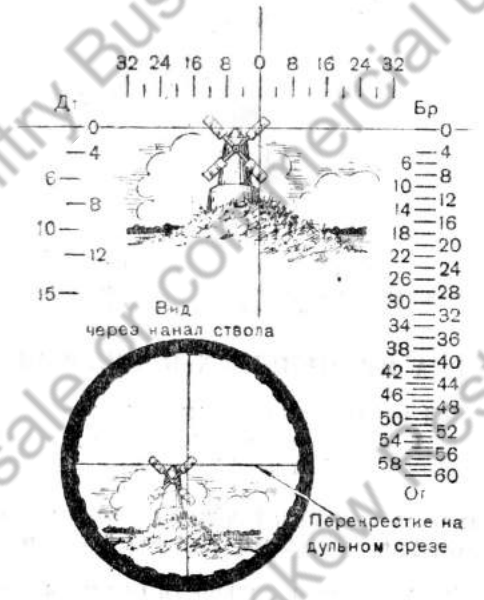

Рис. 72. Примерное положение перекрестия при выверке
6. Визируя через отверстие в клине для выхода бойка, с помощью подъёмного и поворотного механизмов совместить перекрестие на дульном срезе орудия с выбранной точкой наводки (рис. 72).